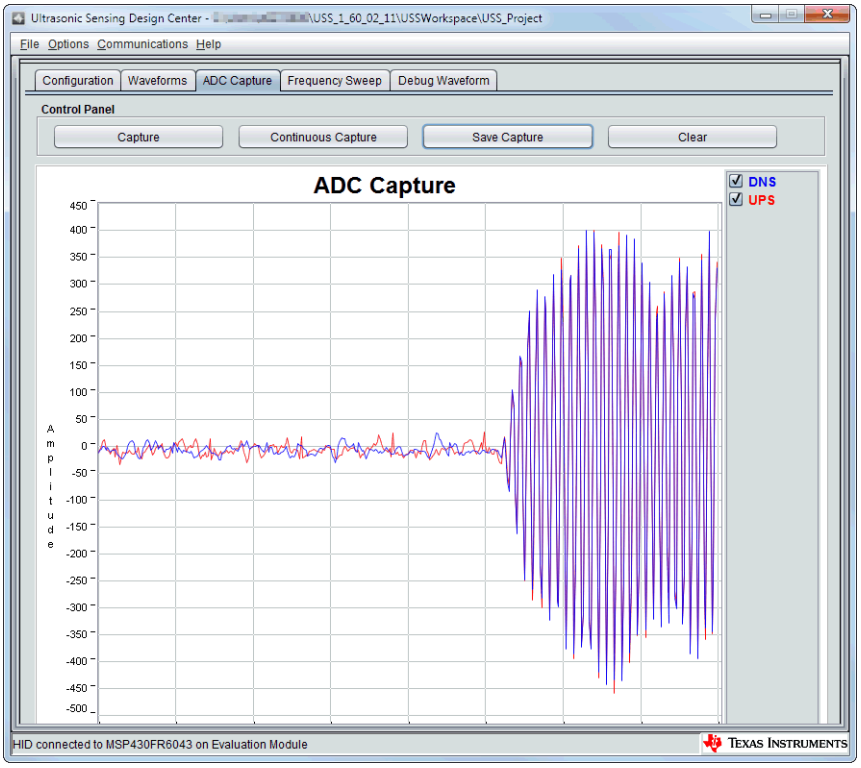
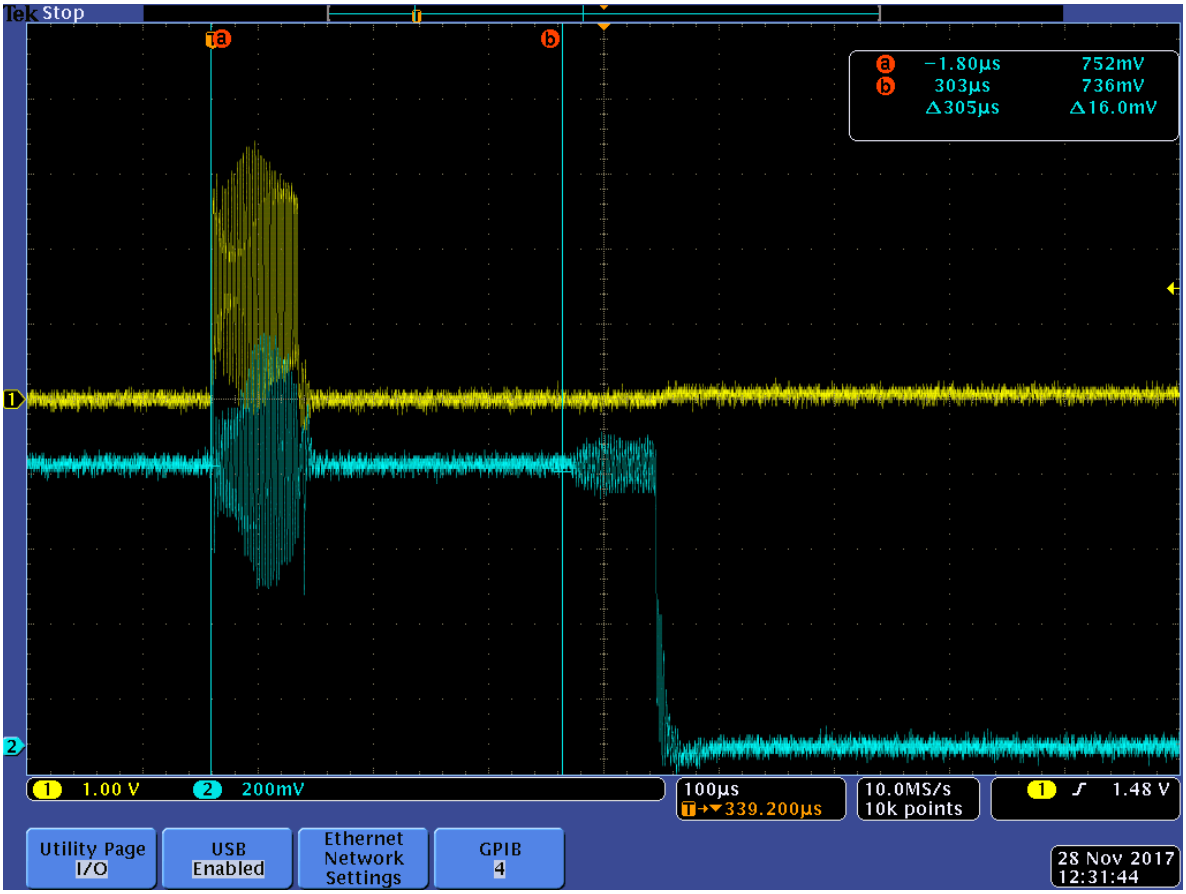

Figure 8. Incorrect ADC Capture
Figure 10. Unadjusted Signal in Oscilloscope
The ADC Capture might be incorrect due to factors such as propagation time, transducer frequency, and gain (see Figure 8).
6. Observe the signal in the oscilloscope. Figure 10 shows that it takes approximately 305 µs for the signal to arrive to the ADC input (in blue). Because of this, the signal is not received completely.
a. As observed in Figure 8 and Figure 10, the biggest problem with the current configuration is that the ADC capture is occurring too early. This parameter can be adjusted using the “Gap between pulse start and ADC capture”.